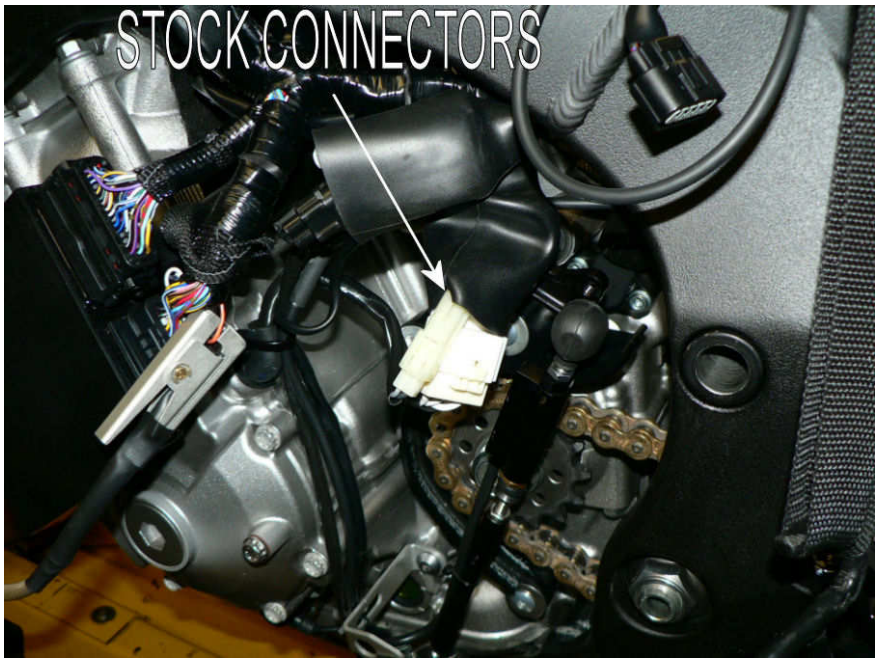

**Fig.5**
11. Folgenden Verbinder ausfindig machen und abtrennen weiß, zwei Pole mit einer Gummikappe abgedeckt neben des Originalsteuergeräts (**Fig.5**).